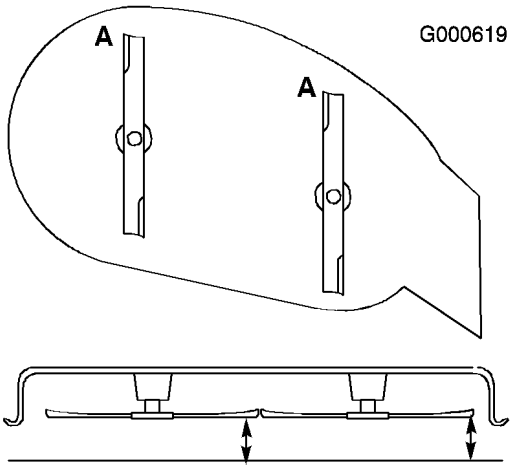

Figure 36
1. Tournez les lames dans le sens longitudinal (Figure 36). Mesurez la distance entre la surface plane et le tranchant (position **A**) des lames (Figure 36) et notez cette valeur.